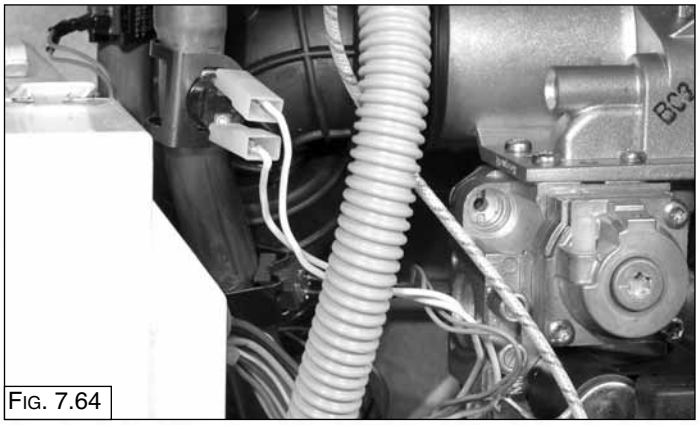

Fig. 7.64
1. Unplug the overheat thermostat (Fig. 7.64);